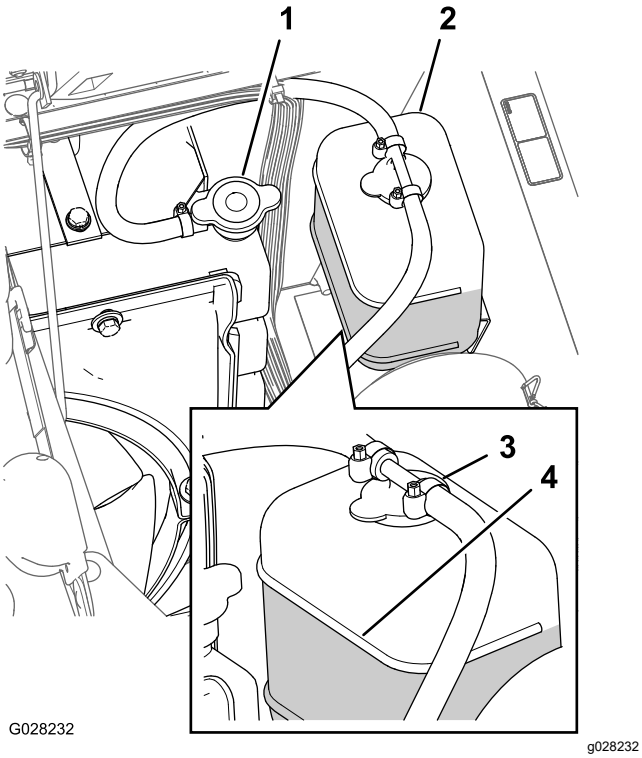

Figuur 100
3. Verwijder voorzichtig de doppen van de radiateur en de expansietank (Figuur 100).
Opmerking: De radiateur moet worden gevuld tot de bovenkant van de vulbuis en de expansietank tot de Vol-markering op de tank (Figuur 100).
5. Als het koelvloeistofpeil te laag staat, verwijdert u de doppen van de radiateur en expansietank en vult u de expansietank tot de vol-markering en de radiateur tot de bovenkant van de vulbuis (Figuur 100).
6. Plaats de doppen van de radiateur en de expansietank terug (Figuur 100).
2. Wacht tot de motor is afgekoeld en verwijder de radiateurdop (Figuur 100).
6. Verwijder de radiateurdop (Figuur 100).
8. Start de motor terwijl de dop los op de radiateur zit (Figuur 100).
10. Als de koelvloeistof is opgewarmd, moet u het koelvloeistofpeil laten dalen tot het afdichtingsoppervlak en de dop vastzetten (Figuur 100).
11. Open de dop van de expansietank en vul de tank met koelvloeistof tot deze het peil Koud bereikt (Figuur 100).